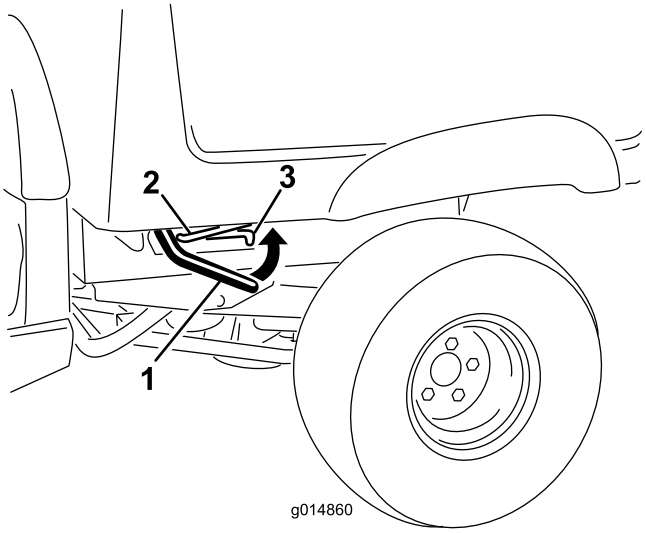

Rysunek 11
1. Unieś dźwignie zaczepów po obu stronach przy przednim narożniku skrzyni ładunkowej, a następnie unieś skrzynię w górę (Rysunek 11).
2. Zabezpiecz skrzynię ładunkową przez ustawienie podpórki w zablokowanym położeniu na końcu podłużnego otworu w lewej części ramy pojazdu (Rysunek 11).
1. Unieś nieznacznie skrzynię ładunkową, podnosząc dźwignię zaczepu (Rysunek 11).
2. Wyciągnij podpórkę z otworu z zapadką (Rysunek 11).
3. Opuszczaj skrzynię, aż do zatrzaśnięcia się zaczepów (Rysunek 11).